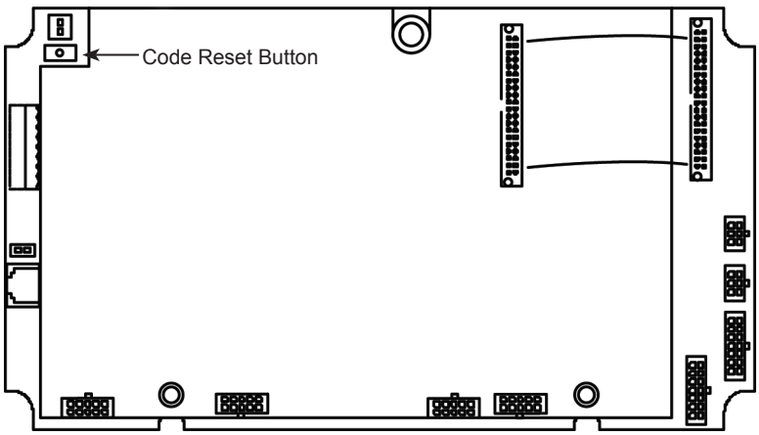

Figure 3-3
3. With power turned on and the unit in Operate mode, press and hold the ACCESS CODE RESET button (on the upper left side of the lower circuit board) for ten seconds. *(See Figure 3-3.)*